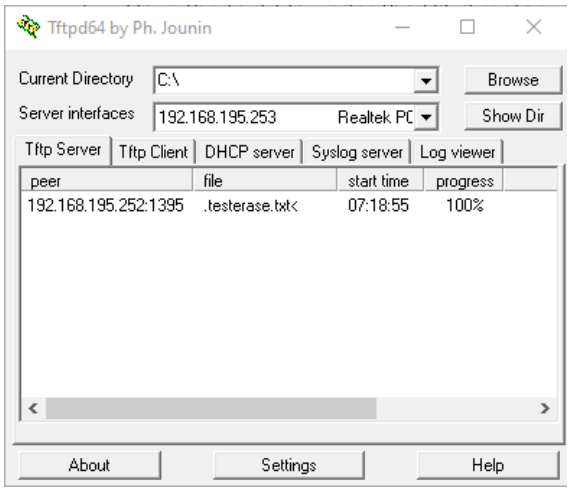

Figure 2.60 TFTP’s progress during the factory default setting
6. Reboot the EHG2408 device by going to the Reboot System menu as described in Section 0 and the EHG2408 will execute the factory default setting. Note that the TFTP window will indicate the TFTP’s progress as shown in Figure 2.60.